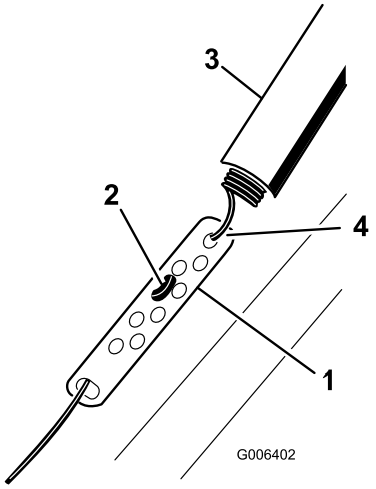

**Rysunek 10**
1. Przesuń w górę osłonę sprężyny i odczep sprężynę od łącznika regulacyjnego (Rysunek 10).
2. Przesuń mocowanie Z odpowiednio w wyższy lub niższy otwór na łączniku regulacyjnym, aby uzyskać szczelinę 2-3 mm między dźwignią sterującą i uchwytem (Rysunek 10).